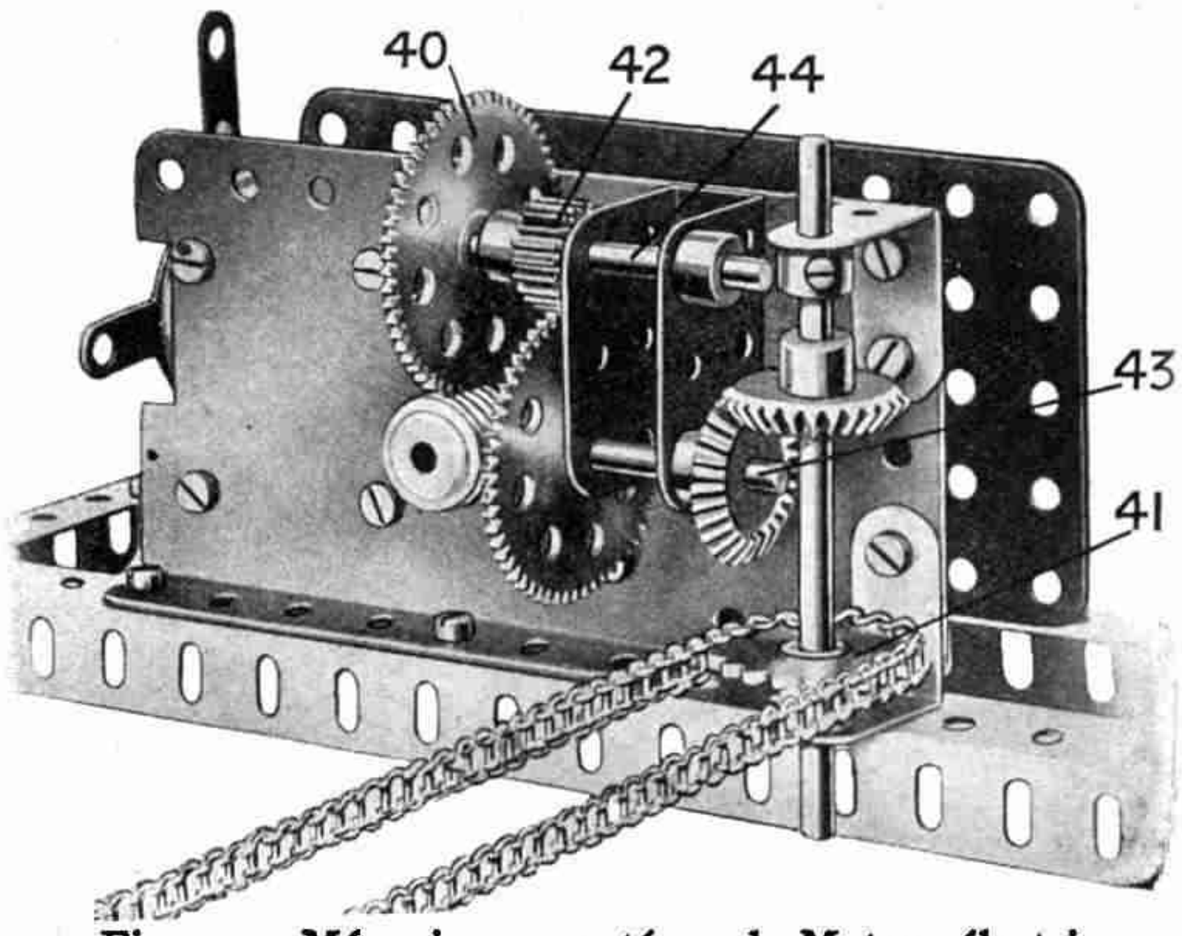

Fig. 3. — Mécanisme monté sur le Moteur électrique
Une Vis sans Fin fixée à l'arbre de l'induit du Moteur Electrique (voir Fig. 3) engrène avec une Roue de 57 dents (40) sur la Tringle (44), à laquelle est également fixé un Pignon de 12 mm. (42) qui engrène avec une seconde Roue Dentée de 57 dents sur la Tringle (43). Le mouvement est ensuite transmis par l'intermédiaire d'Engrenages Coniques de 22 mm. à une Roue Dentée de 25 mm. (41), qui est connectée par une autre Chaine Galle à une autre Roue Dentée de 25 mm. (7) Fig. 5. Le Pignon spécial de 25 mm. (8) est fixé à la même Tringle que la Roue Dentée (7), et en faisant tourner le chemin de roulement supérieur denté du grand Roulement à Rouleaux, on fait tourner la plate-forme et la superstructure du manège autour des Tringles (12,21).